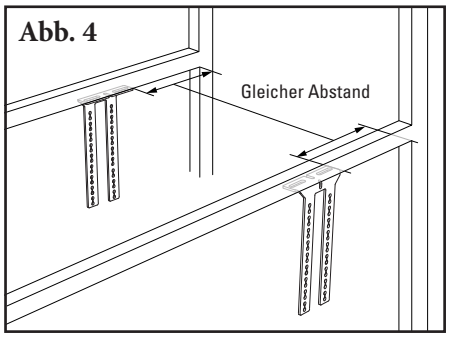

Abb. 4
4. **Die Montagewinkel rechtwinkelig anbringen.** Von einer festen Stelle an beiden Seiten messen, um die richtige Ausrichtung sicherzustellen (Abb. 4).